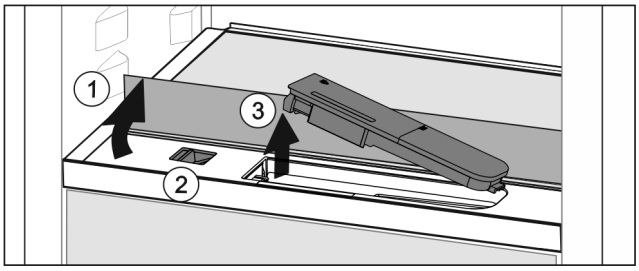

Fig. 127
▶ Glasplatte anheben und bis zum Anschlag nach hinten klappen *Fig. 127 (1)*.
▶ Schieber *Fig. 127 (2)* nach links schieben.
▶ Wassertank entnehmen *Fig. 127 (3)*.